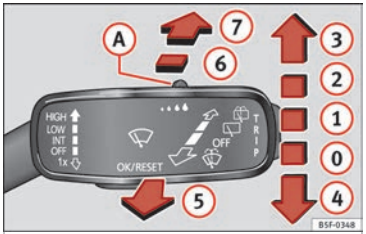

**Fig. 44** Operating the windscreen wiper and rear wiper.
| 1 | | Windscreen wipers interval wipe.Using the control ›› Fig. 44 (A) adjust the interval (vehicles without rain sensor), or the sensitivity of the rain sensor. |